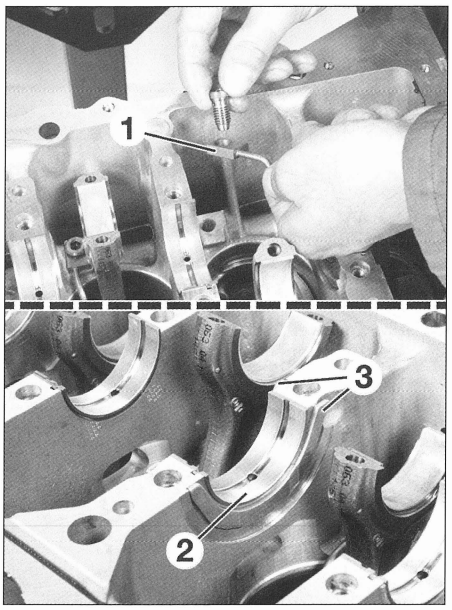

FIG. 60
• Montar los surtidores de fondo de pistones (1) **(fig. 60).**
• Montar en el bloque motor los cojinetes (2) ranurados, aceitados, según la clase determinada para cada apoyo.
• Colocar en ambos lados del apoyo nº2 (lado volante motor), las galgas de reglaje (3) del juego axial con la cara ranurada lado cigüeñal.